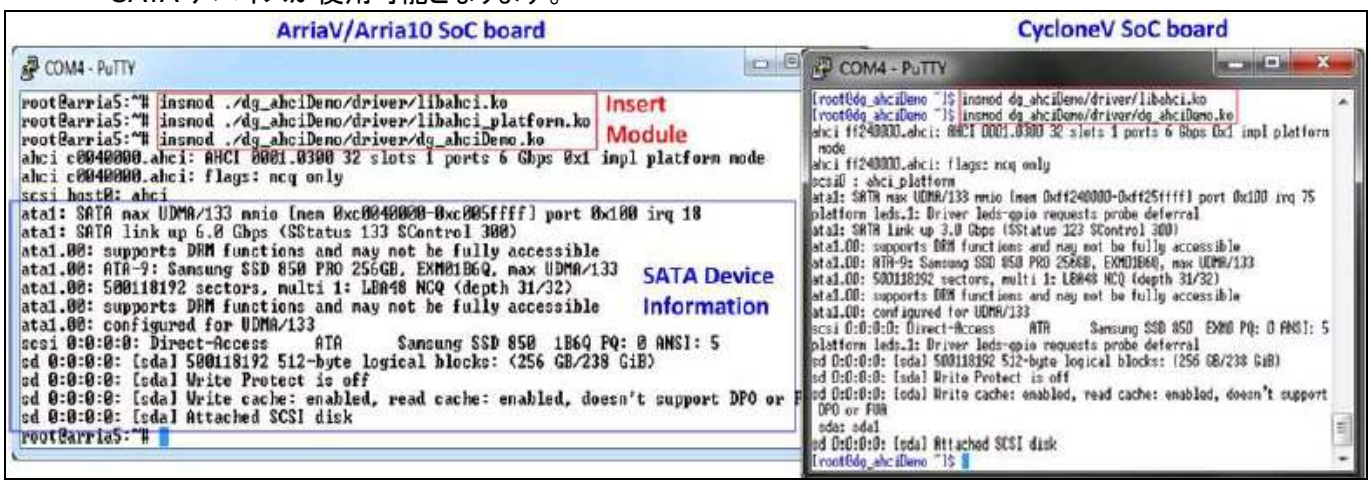

図 3-2: Linux カーネルへのモジュール導入
- 全てのドライバ・モジュールが導入されると図 3-2 に示すように接続ドライブの情報が表示されます。そして SATA デバイスが使用可能となります。